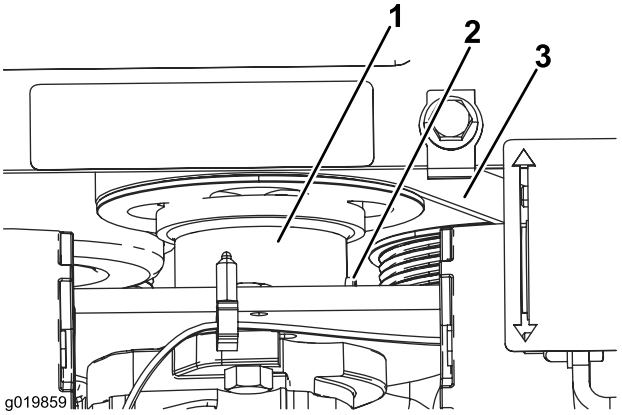

**Figur 52**
5. Lossa ställskruven på pumpdrivningens koppling (Figur 52).
6. Sänk ner kopplingen, bort från remskivan (Figur 52).